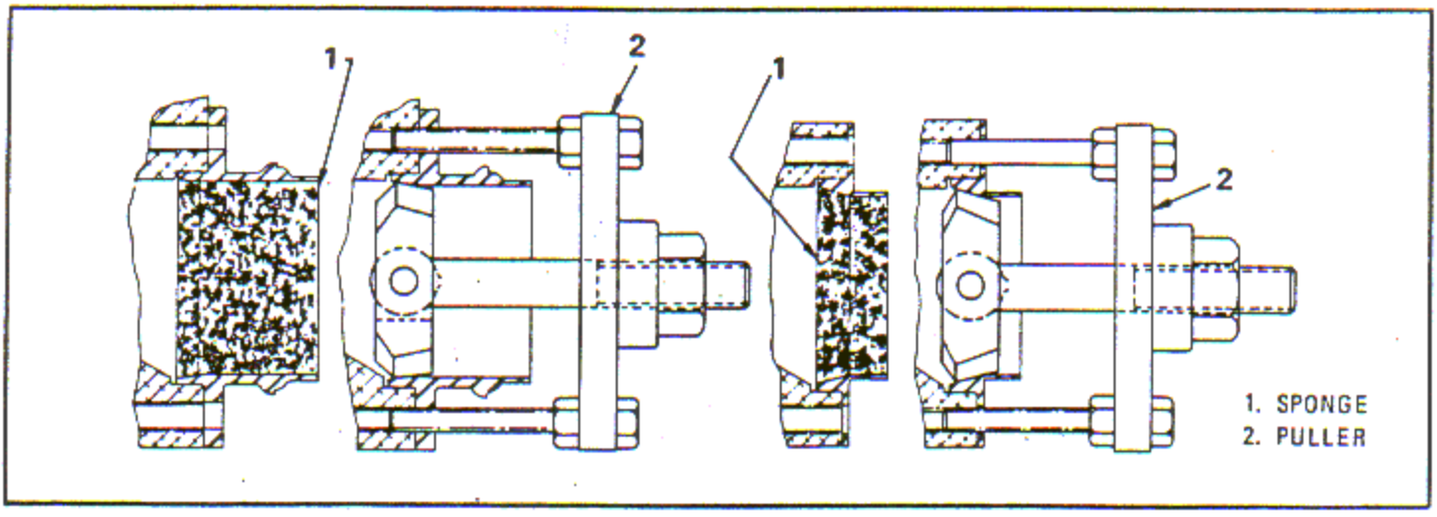

Figure 6-172. Cylinder Exhaust Pipe Connector or Sleeve Removal
b. When the cylinder head has reached the required temperature, squeeze sponge to remove a slight amount of fluid and quickly insert the thoroughly chilled sponge in the exhaust pipe connector or sleeve. See figure 6-172.